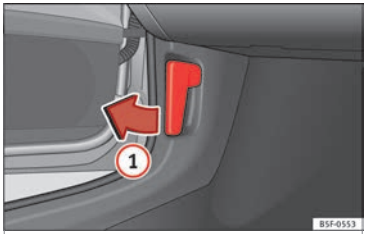

Fig. 8 Ver ubicación en la pág. 9-10
- Abrir el capó: tire de la palanca que hay debajo del tablero de instrumentos ››› **fig. 8** (1).